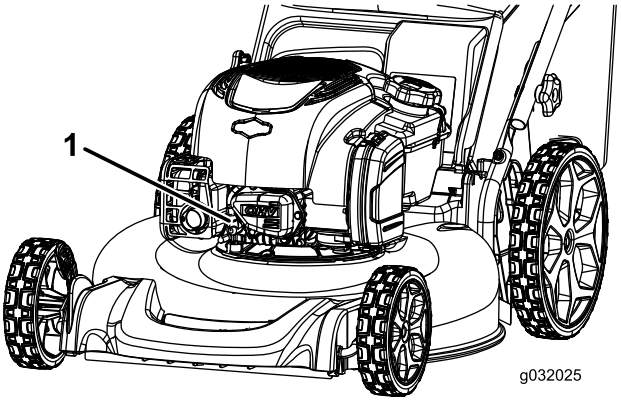

Figur 24
2. Koble fra tennpluggledningen fra tennpluggen (Figur 24) før du utfører vedlikeholdsprosedyrer.